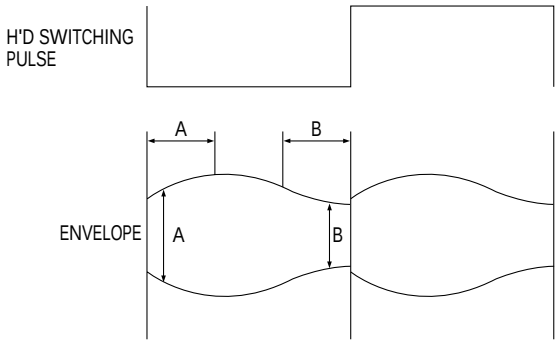

Fig. 5-10 Adjustment Points
4) If the section A in Fig. 5-10 does not meet the specification, adjust the guide roller S up or down.
5) If the section B in Fig. 5-10 does not meet the specification, adjust the guide roller T up or down.